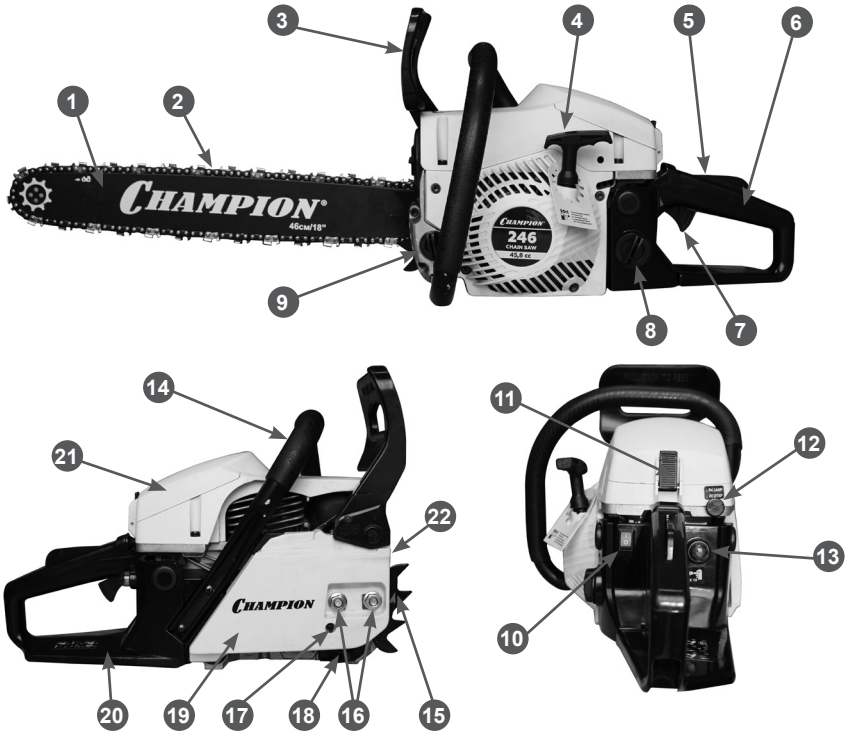

Рис. 1 Основные узлы и органы управления
2. Установите зубчатый упор 15 (Рис. 1) при помощи 2 винтов крепления.